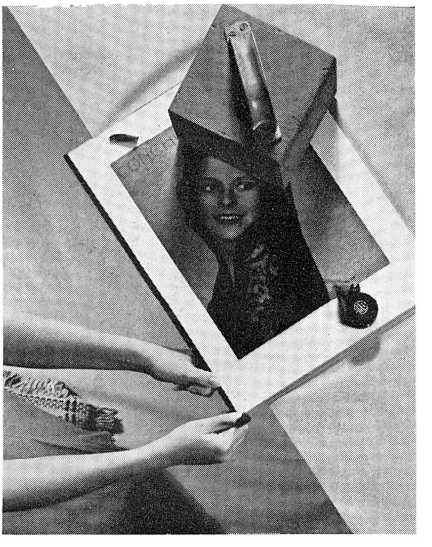

Figure 87. Projecting ends of passe-partout are torn off, even with glass.
8. Tear off projecting ends of the passe-partout, even with the glass (Figure 87).